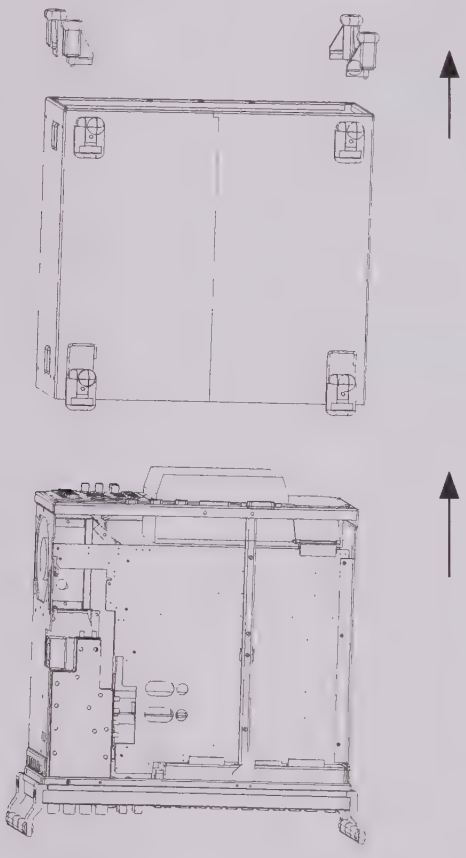

**Fig. 1**
1.3 Place unit on handles at the front, push casing upwards and remove (Fig. 1).
➢ Fit cover and cabinet feet back on in the reverse order to that described under 1.2/1.3 (Fig. 1).